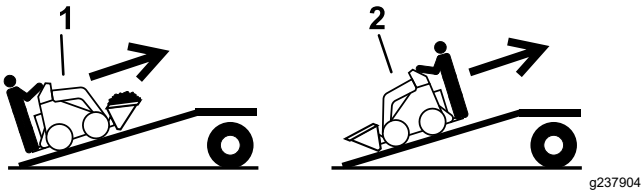

Figuur 13
5. Laad de machine op de aanhanger met de zwaarste kant naar de bovenste zijde van de oprijplaat gericht, en zorg dat de lading onderaan zit (Figuur 13).